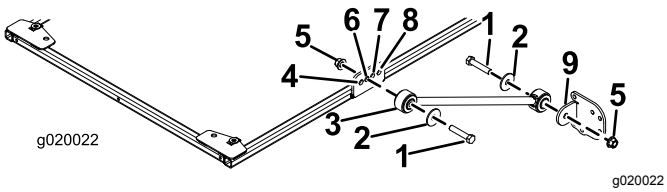

Figur 2
2. På hver side af solskærmens ramme skal du løst fastgøre en afstiver i det andet hul i afstiverbeslaget med en bolt (1/2 x 2-1/2 tommer), en spændeskive (1/2 tomme) og en flangemøtrik (1/2 tomme) som vist i Figur 2.
3. Fastgør løst et afstiversbeslag på hver afstiver med en bolt (1/2 x 2-1/2 tommer), en spændeskive (1/2 tomme) og en flangemøtrik (1/2 tomme) som vist i Figur 2.